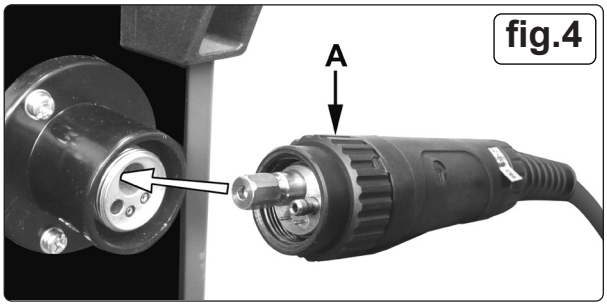

fig.4
6.2. CONNECTING THE TORCH CABLE TO THE WELDER Align the pins on the Euro connector with the socket on the welder front panel as shown in fig.4. Push the connector into the socket and rotate the locking ring (A) clockwise so that it draws the plug into the socket as shown in fig.5.